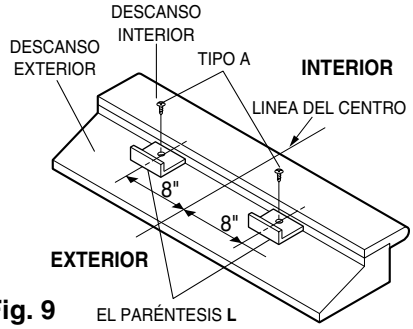

Fig. 9
a. Cuidadosamente levante el aire acondicionado y colóquelo en el hoyo de la ventana. Asegúrese de que la guía inferior del aire acondicionado caiga en lugar correcto del ménsula en **L**. Ver Fig. 9.